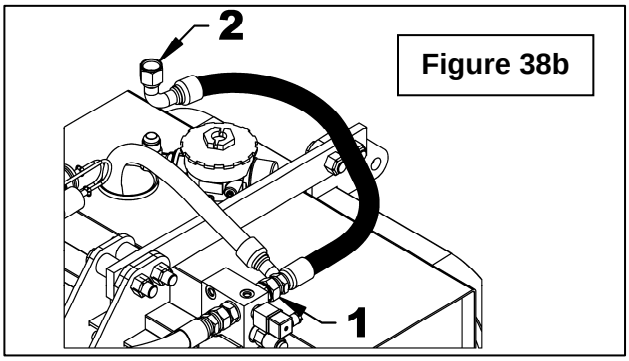

Figure 38b
2. **Figure 38b:** Unscrew the straight 1-1/16"JIC adapter (item 1) and rotate the hose of 90° up to bring up the 90° 1-1/16"JIC elbow adapter (item 2). Tighten the straight 1-1/16"JIC adapter, to rotate the hose, at 65-75 ft-lb (93-101 N-M).